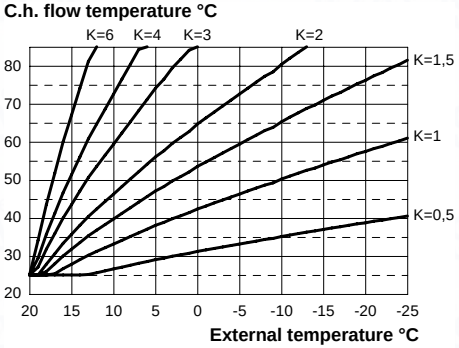

Fig. 7.19
If the boiler is **EQUIPED** with the remote control (optional) refer to Fig. 7.19.
The K coefficients is a parameter that increases or reduces the boiler flow temperature when the outside temperature changes. When installing the external probe it is necessary to set this parameter based on the efficiency of the heating plant in order to optimise the flow temperature (Fig. 7.19).
E.g. In order to have a flow temperature at the heating plant of 60°C with an external temperature of -5°C, set a K at 1.5 (sectioned line in Fig. 7.19).
- Using keys 15 or 16 it is possible to change the value of parameter 15 from a minimum of **01** to a maximum of **60** based on the selected bend of the K coefficient in Fig. 7.19 (the value read on the display corresponds to K coefficients decimal values).